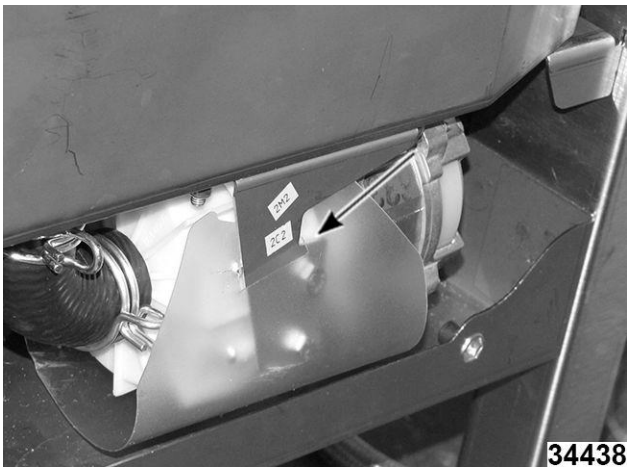

Fig. 117
1. Retire la cubierta Mylar Fig. 117